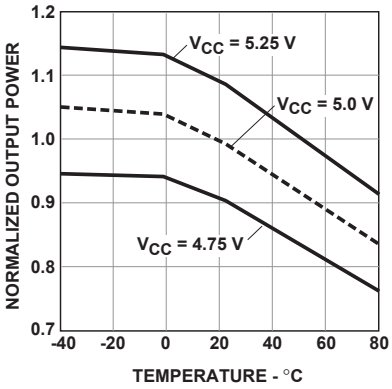

**Figure 4. Typical normalized optical power vs. temperature (in recommended drive circuit)**
3. Minimum and maximum values for $P_T$ over temperature are based on a fixed drive current. The recommended drive circuit has temperature compensation which reduces the variation in $P_T$ over temperature; refer to Figures 4 and 6.